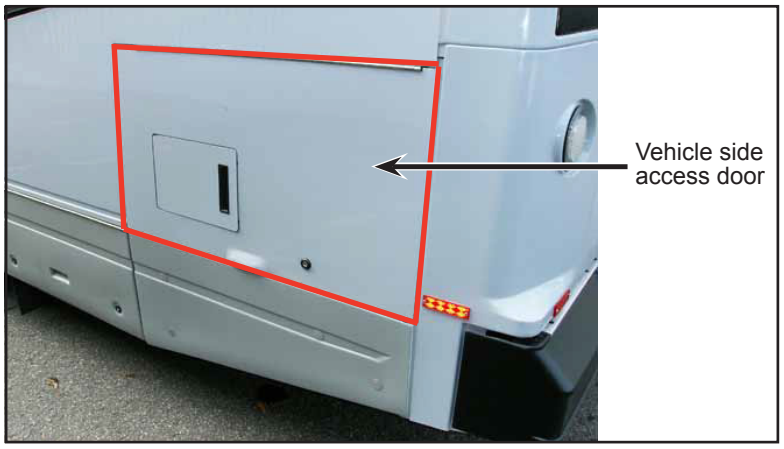

Figure 2 - Typical View of Side Access Door
1.5. Open the vehicle side access door (see Figure 2).